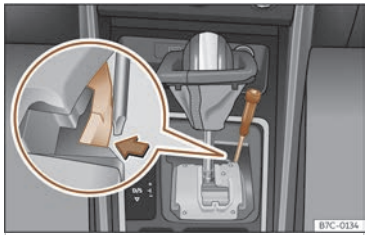

Fig. 95 Palanca selectora: desbloqueo de emergencia en la posición de aparcamiento.
- Con ayuda de la parte plana de un destornillador, presione lateralmente la pestaña amarilla y manténgala presionada ››› **fig. 95**.